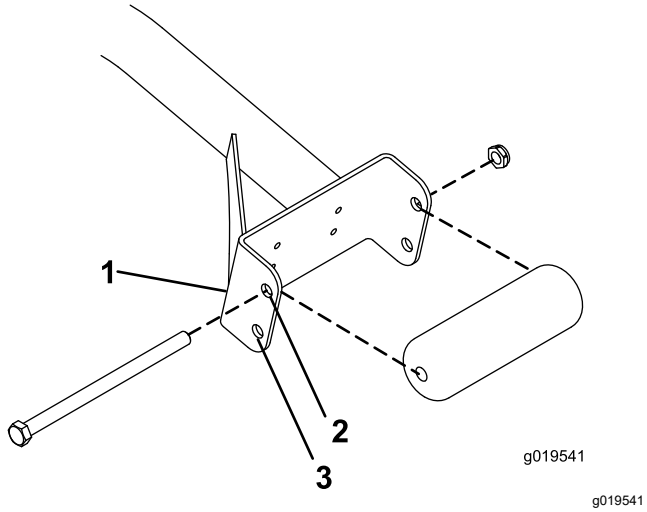

Figur 3
- Hvis du bruger 69 cm klippeenheder, skal rullerne monteres i de øverste huller på støtteenhedens kanaler (Figur 3).
- Hvis du bruger 81 cm klippeenheder, skal rullerne monteres i de nederste huller på støtteenhedens kanaler (Figur 3).